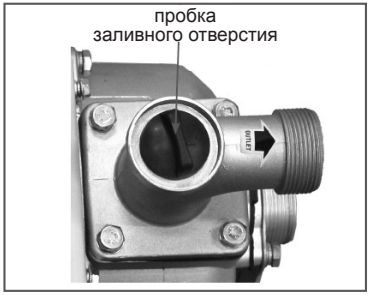

Рис. 8 Расположение пробки заливного отверстия
1. Открутите пробку заливной горловины воды в корпус насоса (Рис. 8).